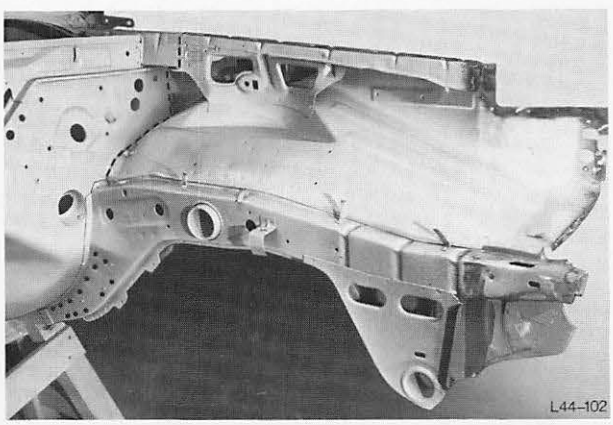

Abb. 98 Ansicht des auszuwechselnden Längsträgers mit Stehblech
4. Längsträger mit Stehblech ausbohren und trennen, Abb. 98.